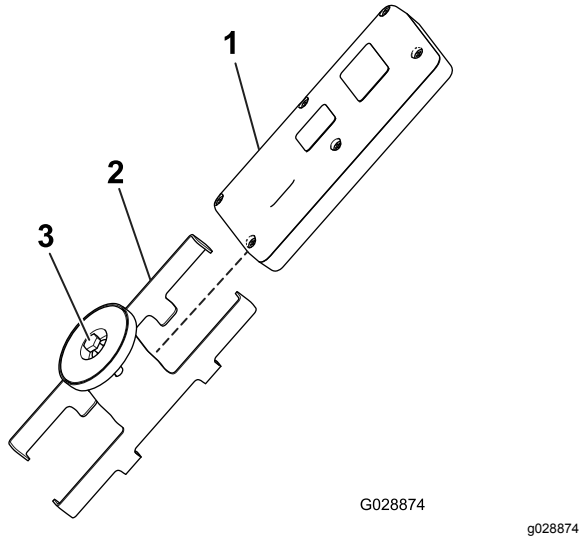

**Figuur 45**
1. Zet de bout in de magneet op de magnetische beugel van het bedieningspaneel los (Figuur 45).
2. Schuif de kanten van de beugel uit elkaar en verwijder het bedieningspaneel (Figuur 45).
8. Monteer het bedieningspaneel in de magnetische beugel van het bedieningspaneel, schuif de helften samen om het bedieningspaneel te bevestigen en draai de bout in de magneet vast (Figuur 45).